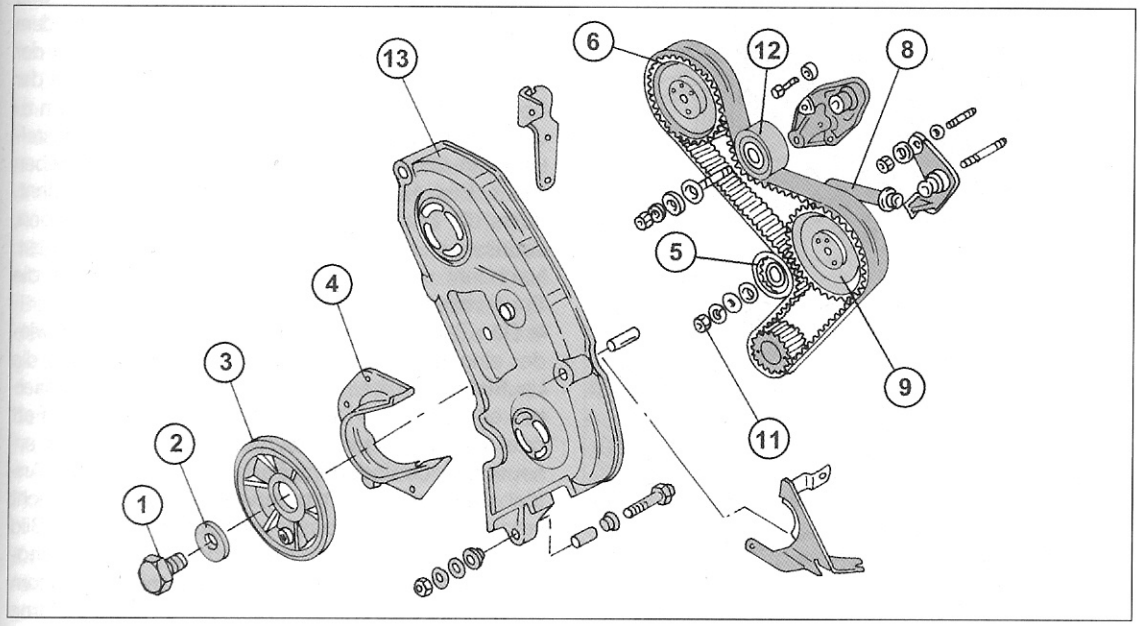

Bild 110
Beim Erneuern des Zahnriemens muss man den Angaben Schritt für Schritt folgen, um die Steuerung einwandfrei einzustellen. Die Kolben können gegen die Ventile anschlagen, wenn die Steuerung nicht richtig eingestellt ist. Ebenfalls zu beachten ist der Kauf des richtigen Riemens. Bild 110 zeigt die Einzelteile der Steuerung der Sofim-Motoren. Die Zahlenangaben in nachfolgenden Abbildungen sind die gleichen wie in diesem Montagebild.
- Das Abdeckblech (4) in Bild 110 abschrauben.
Beim Einbau des Zahnriemens den unten gegebenen Anweisungen folgen. Angegebene Zahlen beziehen sich auf Bild 110. Unbedingt den zum Motor passenden Zahnriemen einbauen. Das Gleiche trifft auf die Steuerräder zu.
Einzelheiten zum Ausbau des Zahnriemens. Die Zahlen entsprechen der Legende von Bild 110.
Beim 2.5-Liter-Motor werden das Antriebsrad der Einspritzpumpe und das Steuerrad der Kurbelwelle durch Einsetzen von Arretierbolzen in ihrer Lage gesperrt. Bolzen des entsprechenden Durchmessers muss man sich beschaffen. Beim HDi-Motor mit Hochdruckpumpe ist es nicht notwendig das Pumpenrad zu sperren. Die Zahlen entsprechen der Legende von Bild 110.
Ansicht des Zahnriemens und der dazugehörigen Teile bei einem 2.5-Liter-Motor. Die Zahlen beziehen sich auf die Legende von Bild 110.
Ausrichten der Steuerzeichen an der Kurbelwellenriemenscheibe „C" und am Flansch des Kurbelwellendichtringes „D". Die Zahlen entsprechen der Legende von Bild 110.